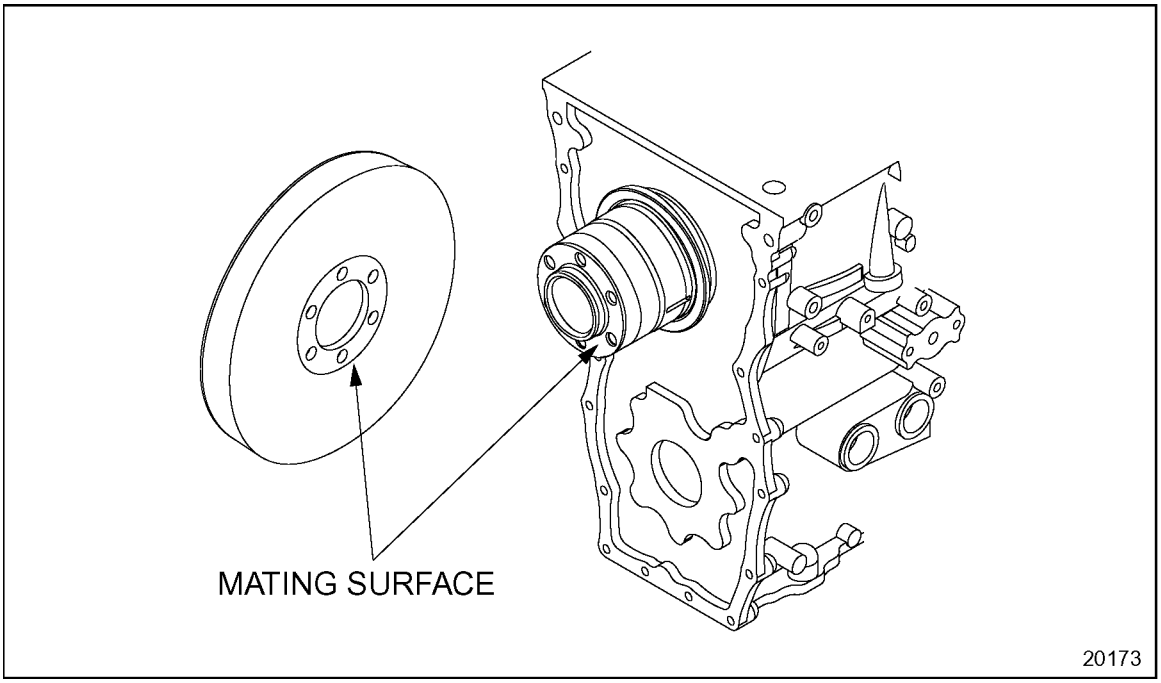

Figure 1-227 Damper and Crankshaft Contact Surfaces
2. Inspect the damper inner contact surfaces and the crankshaft end for damage. See Figure 1-227.